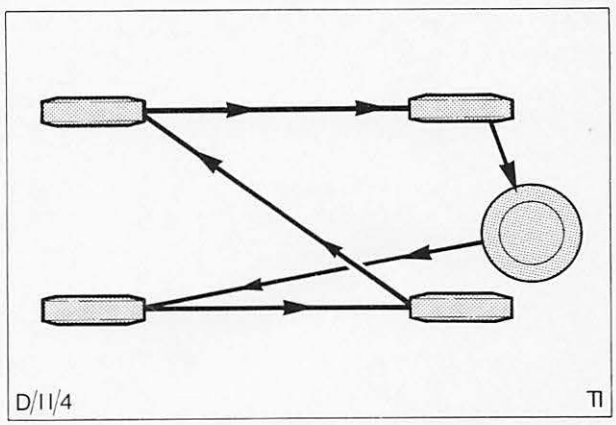

Abb. 11 Schema zum Auswechseln der Räder
5. Räder nach dem abgebildeten Schema wechseln, Abb. 11 und Radmuttern beiziehen.